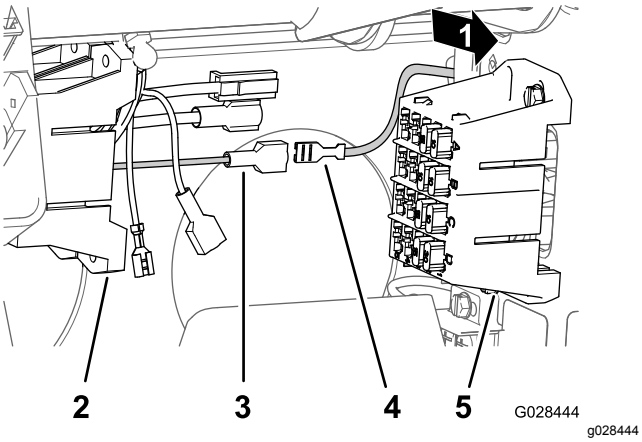

Figur 23
4. Finn den uisolerte mottakerklemmen på enden av den åpne, gule strømledningen i maskinens sikringsblokk og den isolerte bladklemmen på enden av den gule valgfrie strømledningen til sprederledningssatsens sikringsblokk (Figur 23).
5. Koble den uisolerte mottakerklemmen i maskinens sikringsblokk til den isolerte bladklemmen på enden av sprederens sikringsblokk (Figur 23).